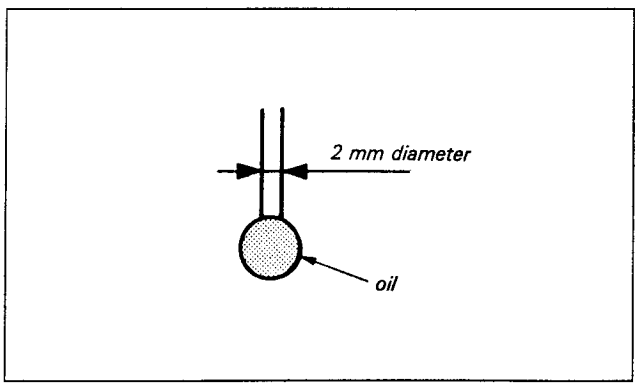

*Fig. 7-5.*
- One drop of oil means the amount which sticks to a 2mm diameter rod, as shown in Fig. 7-5.